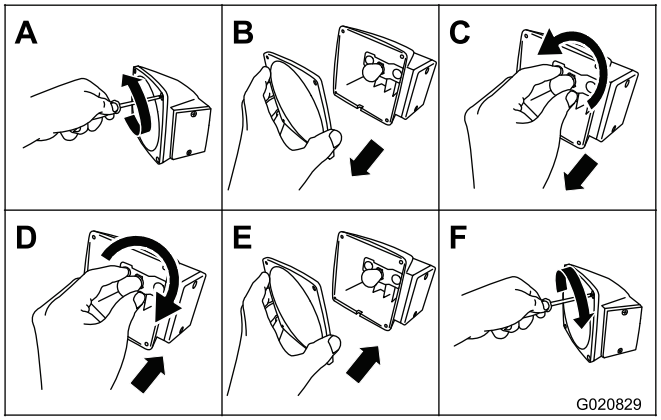

Figure 77
1. Use a screwdriver to remove the 4 screws from the large square lens on the light (Figure 77).
2. Remove the lens (Figure 77).
3. Push and twist the bulb counterclockwise to remove it from the socket (Figure 77).
4. Push a new 1157 bulb into the socket and then twist it clockwise (Figure 77).
5. Install the lens and the 4 screws (Figure 77).